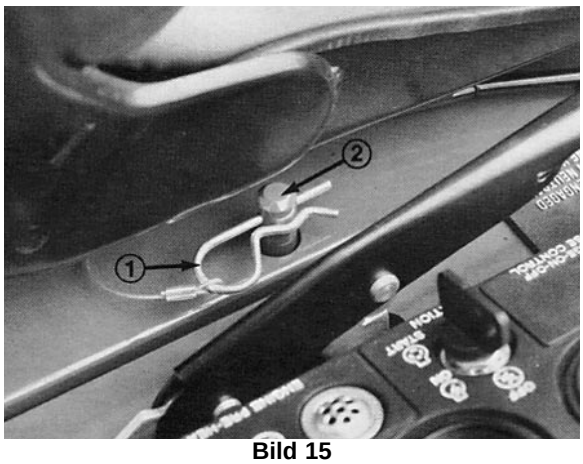

**Bild 15**
**1.** Den Splint aus der Sitzsperrstange (Bild 15) entfernen.